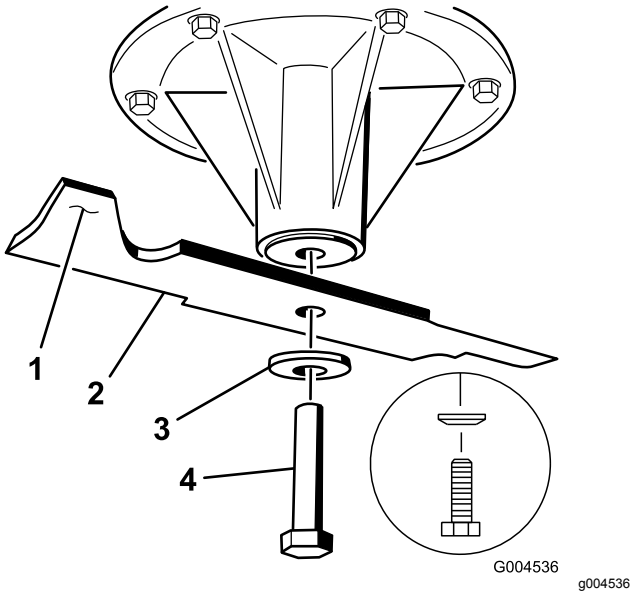

Figur 83
2. Fjern knivbolten, bueskiven og kniven fra spindelakselen (Figur 83).
3. Hvis kniven ikke er i balanse, files litt av metallet på enden av vingeområdet bort (Figur 83).